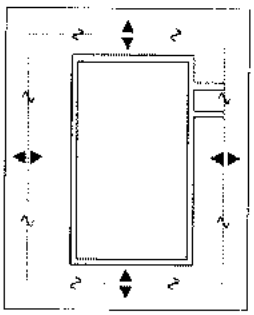

Рис. 35.13. *Обрезка зависимого вида*
4. Выделить границу обрезки и изменить размеры, показав только нужную часть вида (рис. 35.13).